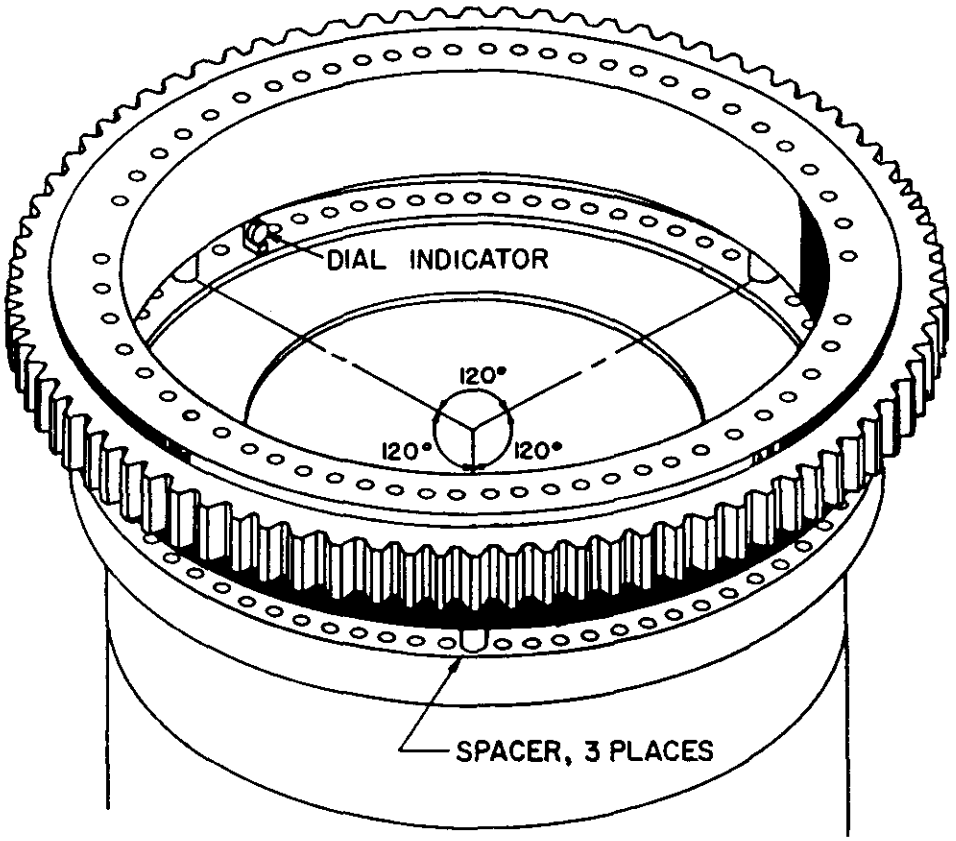

FIGURE 3
B. Install three guide bolts, approximately 10" long (25.4 cm), in the outer race of the bearing, spaced 120° apart. Set only the bearing on three spacers of equal length with the guide bolts inside the spacers (see Figure 3).